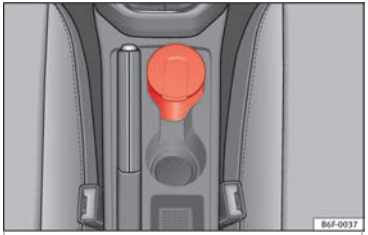

Fig. 163 Cenicero en la consola central.
- Para abrir el cenicero, levante la tapa ››› **fig. 163**.